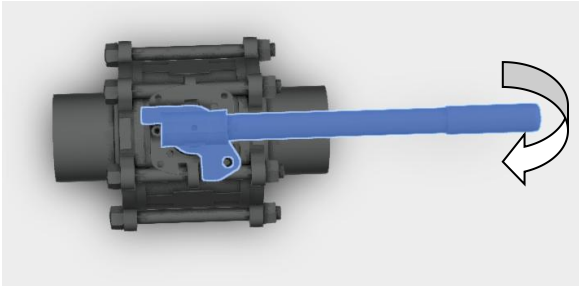

Figure 4
- The handle should rotate 90 degrees from fully closed to fully open, as shown in Fig 4.